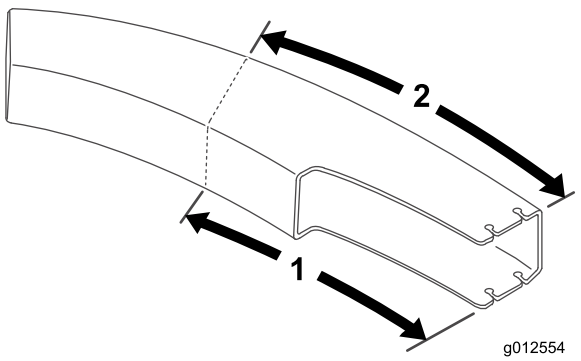

図 28
1. シュートの 図 28に示す位置にマーカーで印をつける。